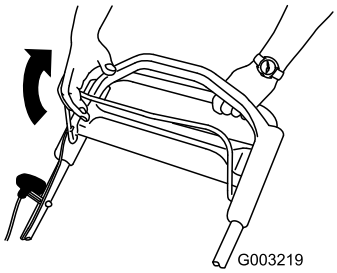

**Figuur 17**
2. Houd de bedieningsstang van het maaimes tegen de handgreep (Figuur 17).